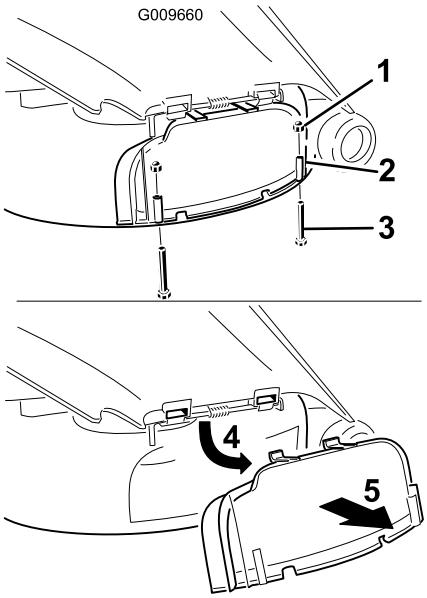

Figur 25
3. Ta bort de två skruvarna och muttrarna som håller fast utkastarluckan på klipparen (Figur 25).